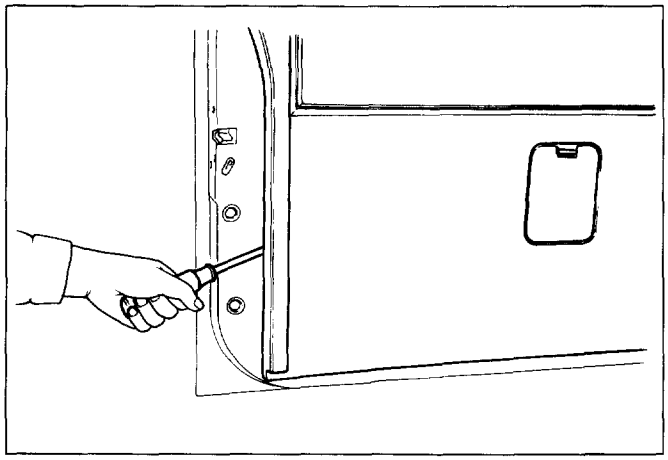

Fig. 10-150
2. **Tailgate trim panel (LH)**
- Pry trim panel retainers free from the tailgate panel. (Fig. 10-150)